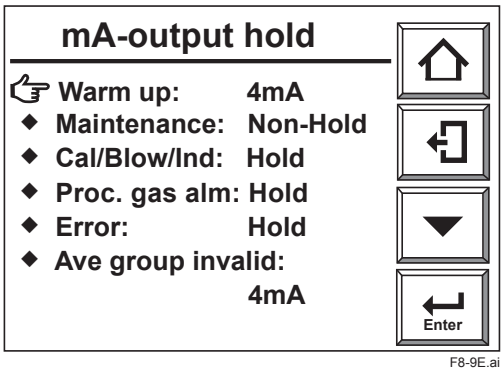

Figure 8.9 Current output hold
1) From “mA-output setup” on the [Commissioning] display, select “Set output hold” and touch the Enter key. A display like Figure 8.9 is displayed.